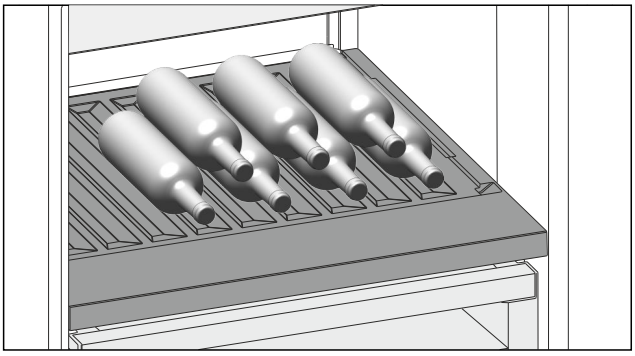

Fig. 173 Example illustration
▶ Place bottles in the back row with their bases against the back wall. (see Fig. 173)